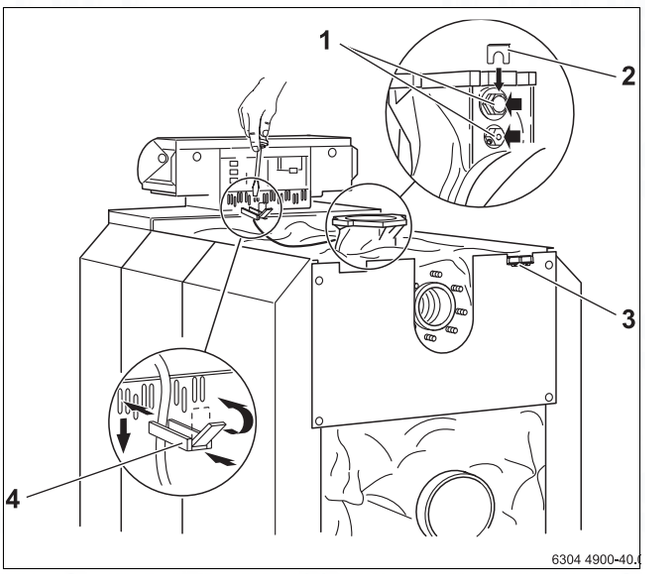

Fig. 52 Fastening the electrical leads
- Feed each sensor into the corresponding sensor well and secure it with its sensor holder (detailed view in → Fig. 52 has been turned through 180°).